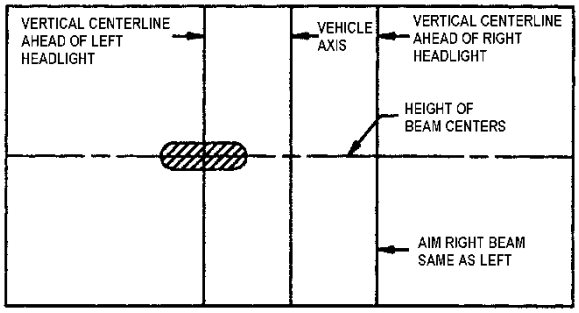

FIGURE 87: UPPER BEAM HIGH-INTENSITY ZONE PROPER LOCATION ON SCREEN 06503
4. High beam headlamps are aimed so that the center of the high-intensity zone is located at the horizontal and straight ahead vertically (Figure 87).